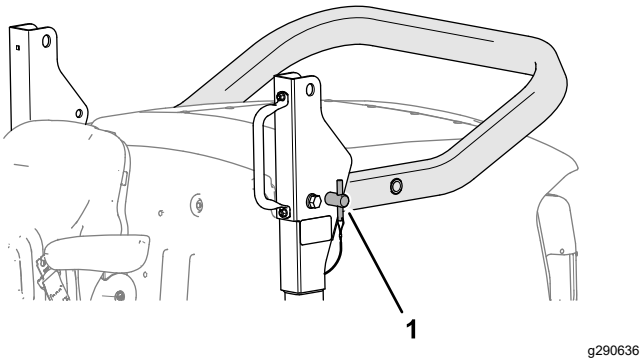

Figuur 22
2. Verwijder de pennen van de rolbeugel uit de draaibeugels (Figuur 22).